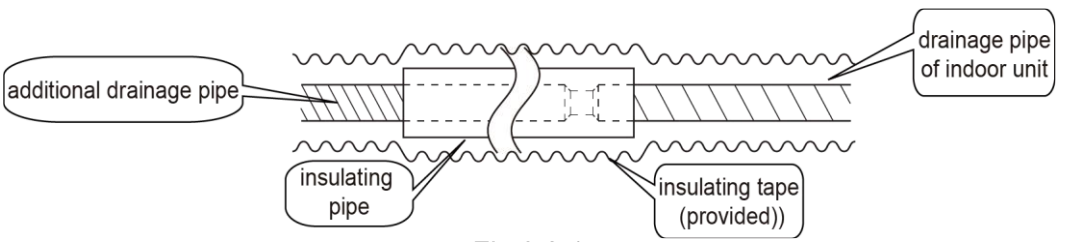

Fig 9.3.1
(1) The drainage pipe should be short and the gradient downwards should be at least 1%~2% in order to drain condensation water smoothly.
(2) The diameter of drainage hose should be bigger or equal to the diameter of drainage pipe joint.
(3) Install drainage pipe according to the following fig and arrange insulation to the drainage pipe (Fig 9.3.1). Improper installation may lead to water leakage and damp the furniture and other things in the room.
(4) You can buy normal hard PVC pipe used as the drainage pipe. During connection, insert the end of PVC pipe into the drainage hole and then tighten it with drainage hole and wire binder. Can't connect the drainage hole and drainage hole with glue.
(5) When the drainage pipelines are used for several units, the position of pipeline should be about 100mm(4in）. lower than the drainage port of each unit. In this case, thicker pipes should be applied.